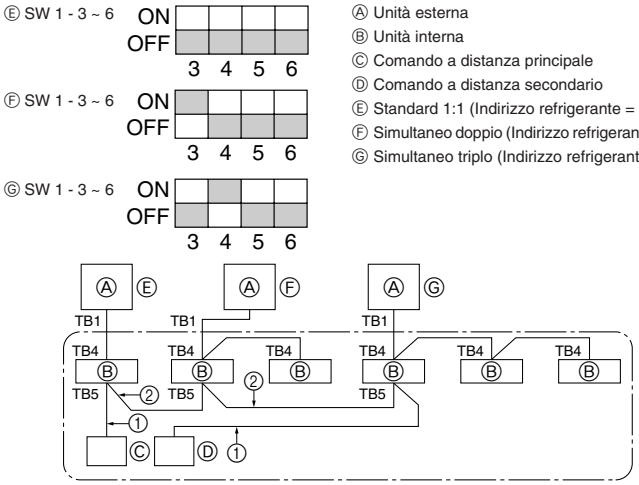

Fig. 9-1
① Alimentare l'impianto (interruttore automatico).
② Una volta che la valvola di arresto del gas si chiude, impostare lo switch SWP sul pannello di comando dell'unità esterna su ON. Il compressore (unità esterna) e i ventilatori (unità interna ed esterna) iniziano a funzionare e la fase di recupero del refrigerante comincia. I LED1 e LED2 sul pannello di comando dell'unità esterna sono accesi.
③ Poiché l'unità si ferma automaticamente circa due o tre minuti dopo il recupero del refrigerante (LED1 e LED2 sono accesi), accertarsi di chiudere velocemente la valvola di arresto del gas. Quando i LED1 e LED2 sono accesi e l'unità esterna è bloccata, aprire completamente la valvola di arresto del liquido e ripetere la fase ② dopo tre minuti.
④ Scollegare l'alimentazione (interruttore di circuito).
9. Controllo del sistema (Fig. 9-1)
9. Έλεγχος συστήματος (Fig. 9-1) 57